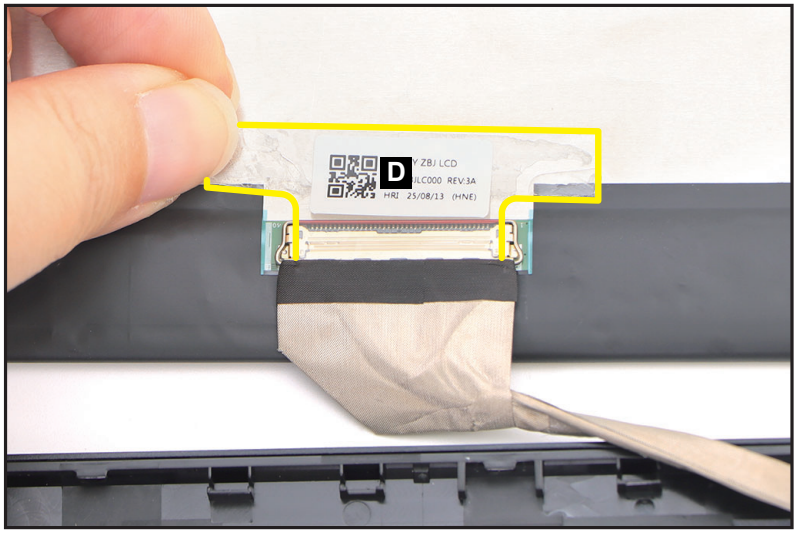

Figure 1-59. LCD Panel Removal
3. Carefully turn the LCD panel over so that the display panel is facing down on a flat surface. Then detach the mylar (D) securing the LCD cable to the LCD panel (Figure 1-59).